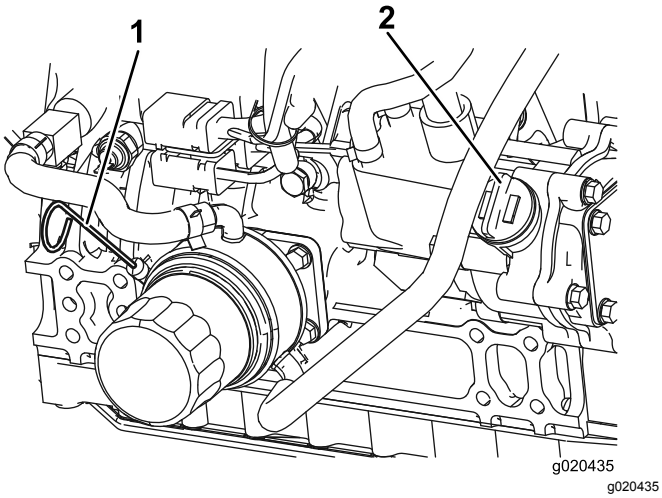

Figuur 53
Opmerking: Het oliepeil moet zich in de veilige zone bevinden (Figuur 53).
4. Als het oliepeil zich onder de veilige zone bevindt, verwijdert u de vuldop (Figuur 53) en vult u bij met olie totdat het oliepeil de vol-markering bereikt. **Niet te vol vullen**.